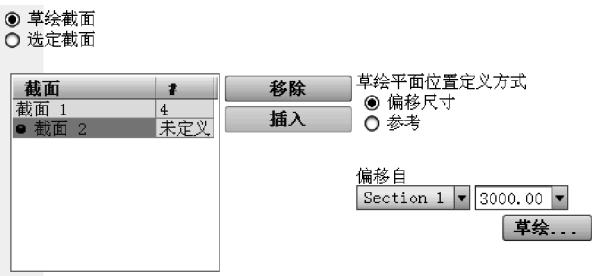

图 3-46 草绘第二个截面图形时的设置
(6) 在【混合】操控面板的【截面】选项卡中进行第二个截面的相关设置，以第一个截面作为参考偏移 3000.00 的距离，如图 3-46 所示，然后单击 草绘... 按钮，进入草绘状态，开始绘制第二个截面图形。